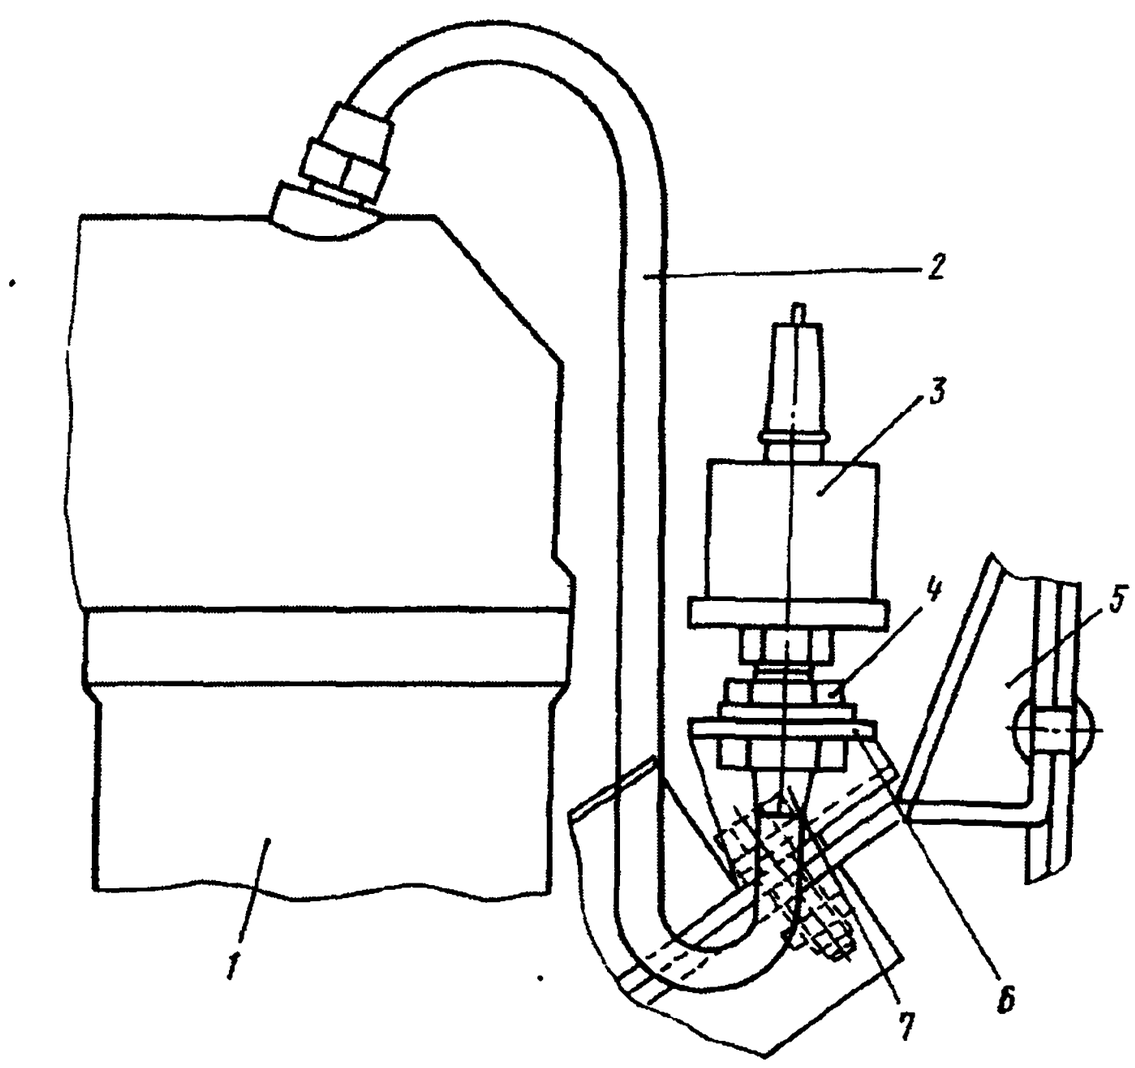

Рис. 14. Установка датчика давления масла:
2. Отвернув контргайку *4* (рис. 14), ослабьте крепление штуцера *7* шланга к кронштейну *6*	Ключ 27 мм (2 шт.)